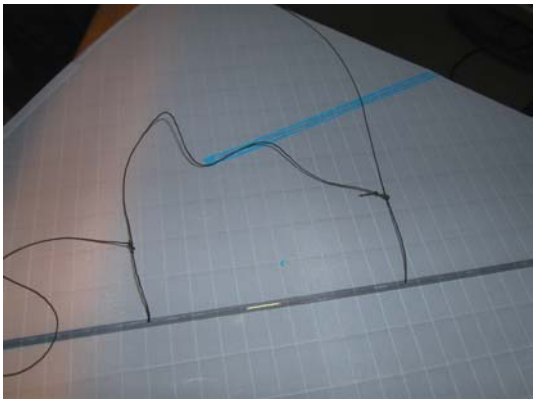

Figure 39: Bridle assemblage.
50. Thread the 11” loop through the 9.5” loop. Thread the 23” end through the 11” loop. Thread the end of the 23” into the 12” hole and affix on the backside. See Figure 39 and 40.